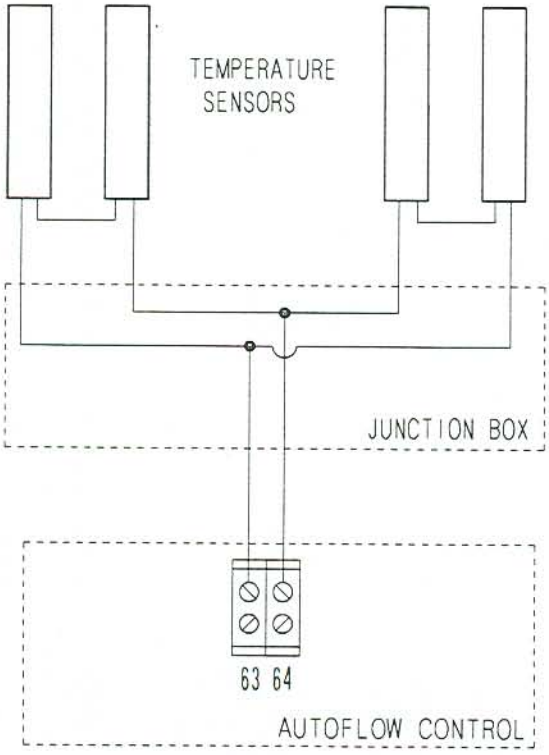

Figure 12.
1. Run (2) 20 guage (minimum) wires from Autoflow Control Box to junction box (not included) mounted on outside top ring of Top Dry Bin.
2. Make wire connections as shown in Figure 12.